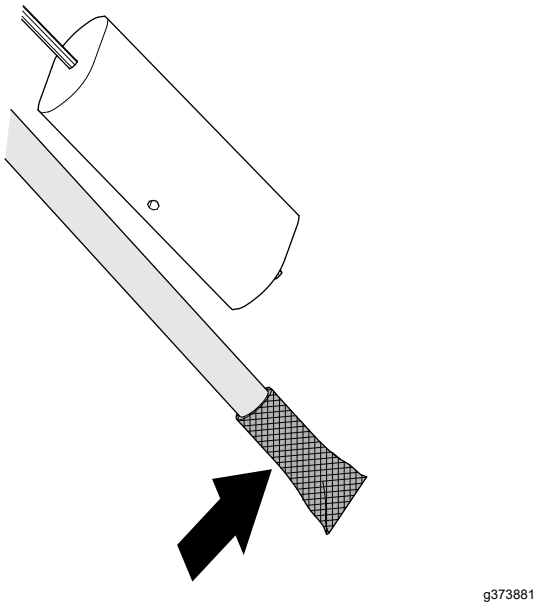

**Figuur 91**
1. Reinig het scherm aan het uiteinde van de brandstofaanzuigbuis (Figuur 91).